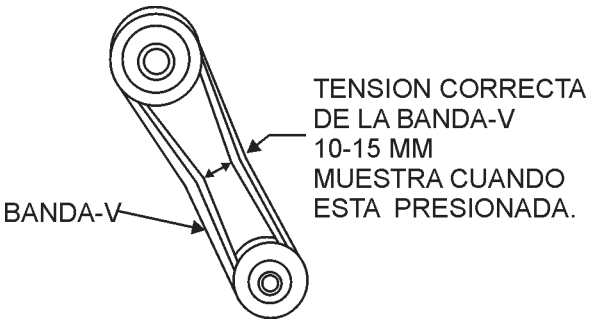

Figura 7. Tensión de la banda-V
2. La tensión de la banda-V es apropiada, si la banda-V se dobla de 10 a 15 mm (Figura 7) cuando la presiona con el dedo a la mitad, entre el embrague y los ejes de la polea de vibración.